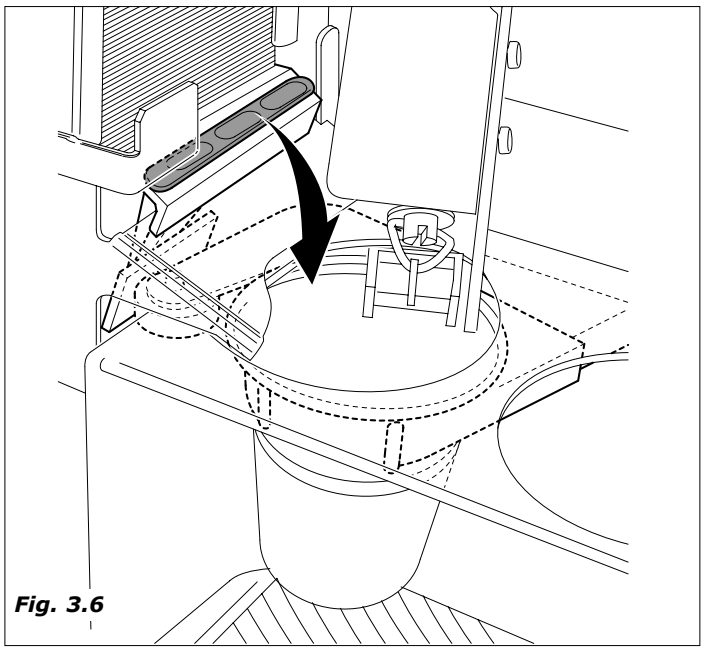

Fig. 3.6
– ativa-se o motoredutor que aciona o dispositivo de desganchamento culherzinha no copinho (*Fig.3.6*)